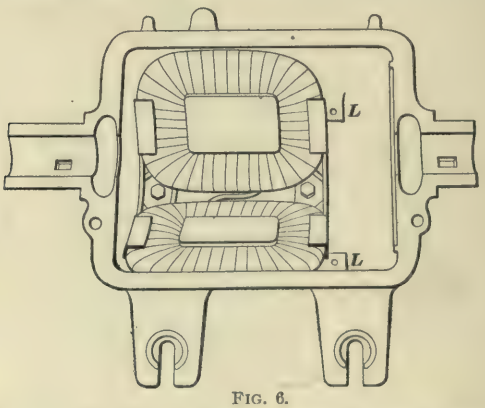
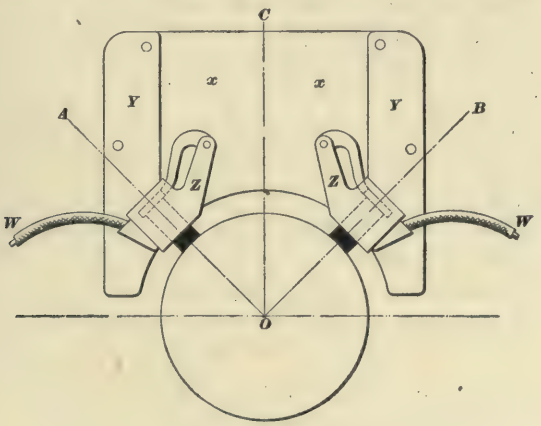

FIG. 6.
FIG. 7.
lead is brought out parallel to the direction of the winding and the other is brought out at right angles to this direction, and there can be no mistake about which is which. The only thing the pitman has to bear in mind is to connect together two leads that are alike. This is a rule that holds good on any street-car motor. There are four field coils to each motor, and each coil has in it $38\frac{1}{2}$ turns of No. 6 B. & S. gauge, double cotton-covered copper wire, making 154 turns per motor. The insulation on the coil is not heavy, but what there is of it is good. The Walker Company in all of its work seems to be very partial to the liberal use of good, clear mica. The field coils are held in place by brass castings, the general shape of which is shown in Fig. 6,
**9. Brush Holder.**—The Walker brush holder is not a very elaborate affair and a general idea as to its construction may be obtained from Fig. 7. The holder shown is of the radial type, and employs a single brush on either side. In Fig. 7, $O$ is the center of the circle that represents the outline of the commutator; $OA$ and $OB$ are radii making an
one way, but will not spark when the car runs the other way. If the holder is central, but the two brushes are not the right distance apart, the brushes will spark going both ways. In Fig. 7, *x* is a wooden or vulcabeston yoke hung to the top motor shell by means of bolts passing through lugs *L*, *L* shown in Fig. 6. *Y*, *Y* are reinforcements crossing the grain of *x*. *Z*, *Z* are the holders proper provided with a tension spring, not shown in the figure, to press the brush against the commutator, and with brass cups to which leads *W*, *W* are soldered. The brush has a radial adjustment and this is all that is needed. The spring that feeds the brushes is a very strong one, but the intervention of a lever moderates the intensity and increases the scope of the spring so